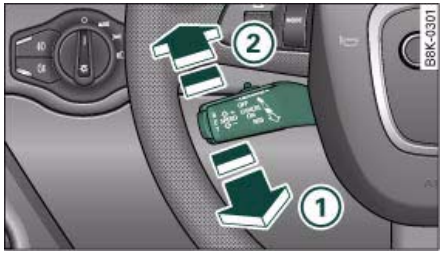

Fig. 138 Control lever for: Switching the system on and off
– Pull the control lever to position (1) ⇒ fig. 138 to switch on the system.
– Press the control lever to position (2) (click stop engaged) to switch the system off. ■